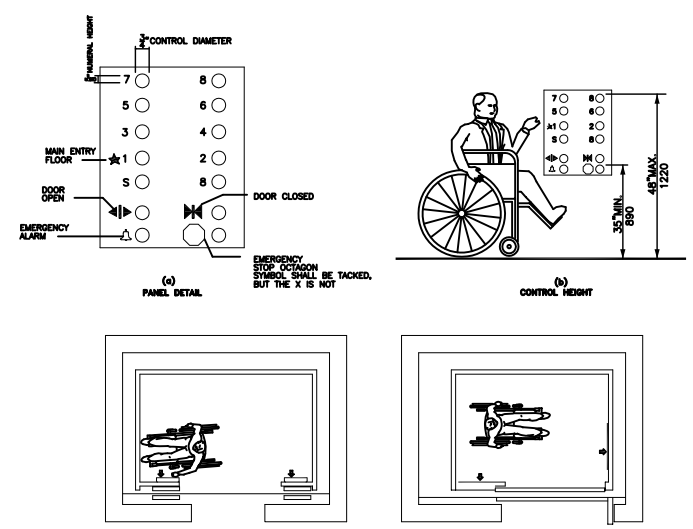

FIG. 23
(3) HEIGHT. ALL FLOOR BUTTONS SHALL BE NO HIGHER THAN 54" (1370mm) ABOVE THE FINISH FLOOR FOR SIDE APPROACH AND 48" (1220mm) FOR FRONT APPROACH. EMERGENCY CONTROLS, INCLUDING THE EMERGENCY ALARM AND EMERGENCY STOP, SHALL BE PLACED ON THE BOTTOM OF THE PANEL. CONTROLS SHALL BE AT LEAST 35" (890mm) BELOW THE FINISH FLOOR (SEE FIG. 23(a) & (b)).
(4) LOCATION. CONTROLS SHALL BE LOCATED ON A FRONT WALL IF CARS HAVE CENTER OPENING DOORS, AND AT THE SIDE WALL OR AT THE FRONT WALL NEXT TO THE DOOR IF CARS HAVE SIDE OPENING DOORS (SEE FIG. 23(c) & (d)).